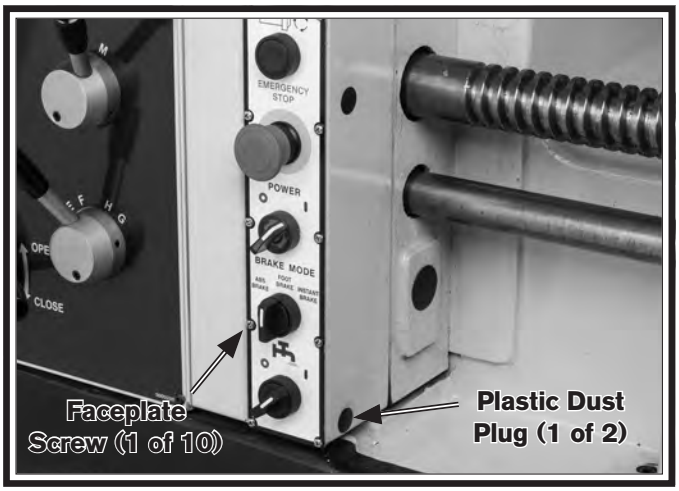

Figure 88. Shear pin access.
4. Remove ten faceplate screws (see **Figure 88**) on control box.
5. Using a thin bladed gasket scraper inserted under lip of plastic plug, remove two plastic dust plugs (see **Figure 88**) mounted on side of control box.